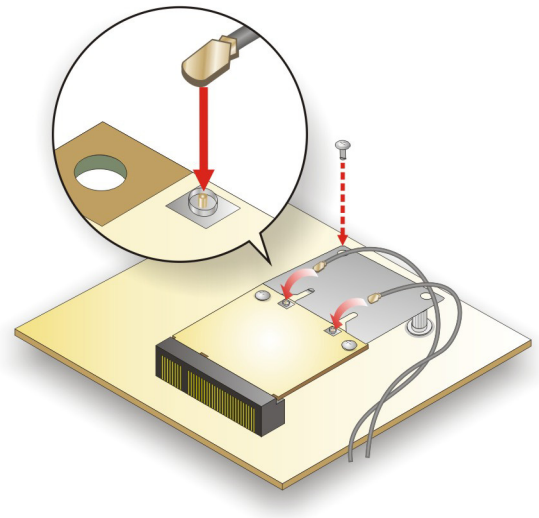

Figure 3-10: Securing WLAN Module and Connecting RF Cables
Step 7: **Secure the WLAN module**. Secure the WLAN module with the retention screw previously removed (**Figure 3-10**).
Step 8: **Connect the two RF cables** to the antenna connectors on the WLAN module (**Figure 3-10**).